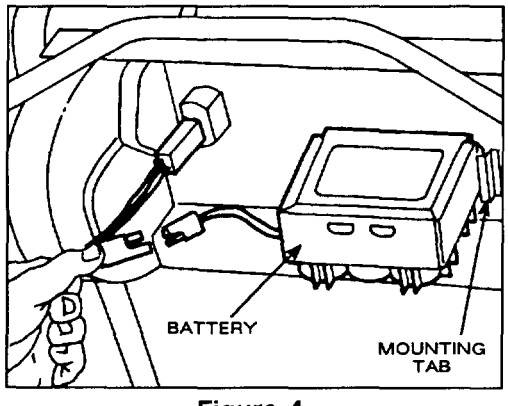

Figure 4
7. Charge battery—Refer to Charging Battery, page 14. Slide battery, decal side up, between mounting tabs on back of control panel and connect wires (Fig. 4). Insert key into switch when ready to start engine.